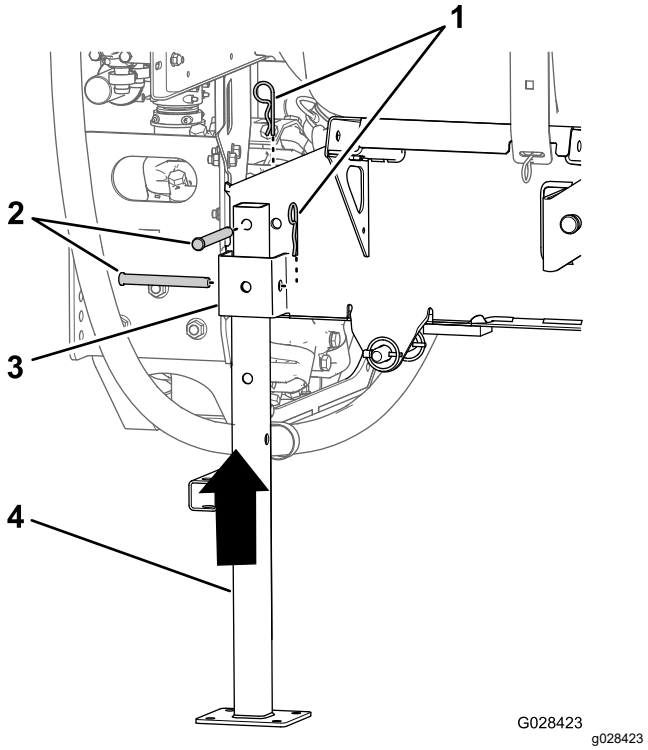

Figure 102
5. Align the rear jack stand with the rear jack-stand receiver (Figure 102).
6. Align the hole in the top of the jack stand with the hole in the frame of the tank skid (Figure 102)
7. Secure the jack stand to the receiver and the frame with 2 clevis pins (1/2 x 4-1/2 inches) and 2 hairpins (5/32 x 2-5/8 inches) as shown in Figure 102.